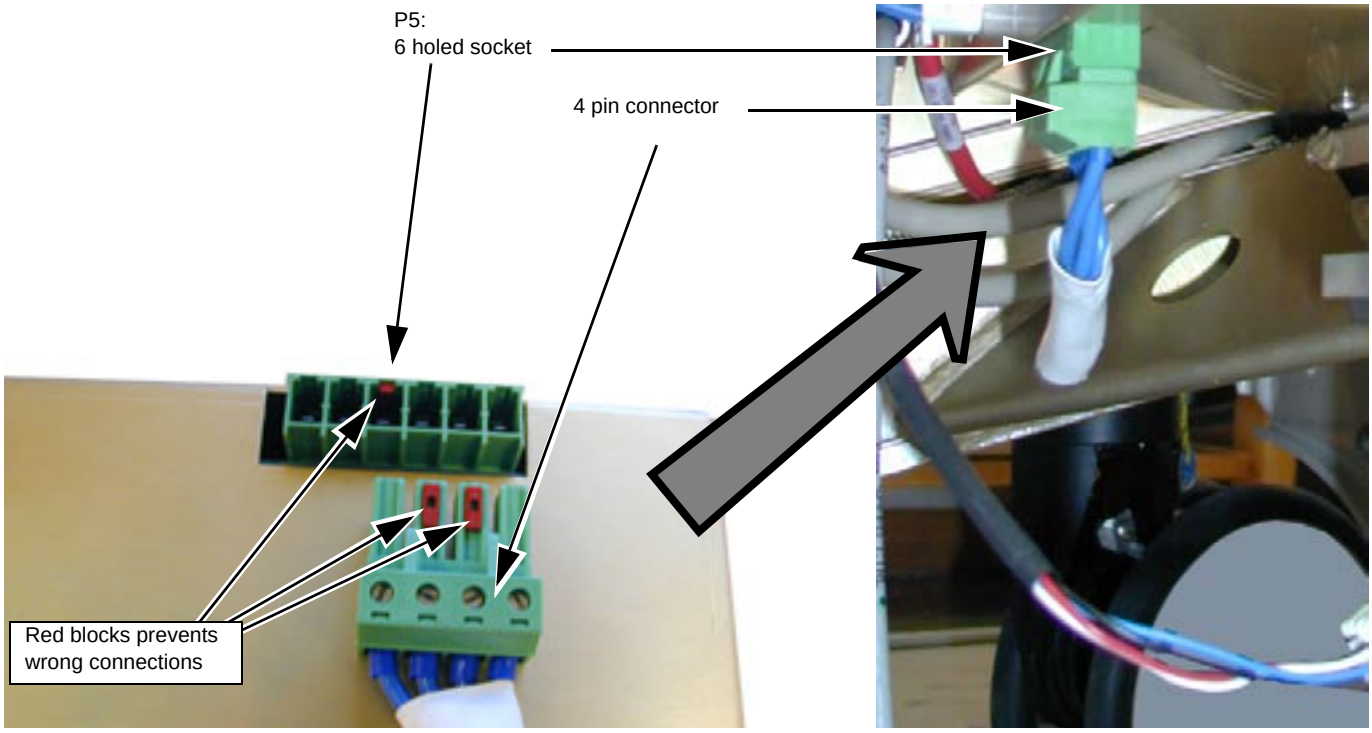

Figure 8-82 Input Voltage connector/socket
1.) Connect the cables. You may need to leave the Speed Control cable and the Fan cable unconnected until you have fastened the unit. Input Voltage connector and socket are coded to prevent mistakes. In 115V system the connector matches one end of the 8-holed socket. In 230V system it matches the other end of the socket. Figure 8-82 is on a 230V system, and the connector can only be plugged in the right end of the socket.